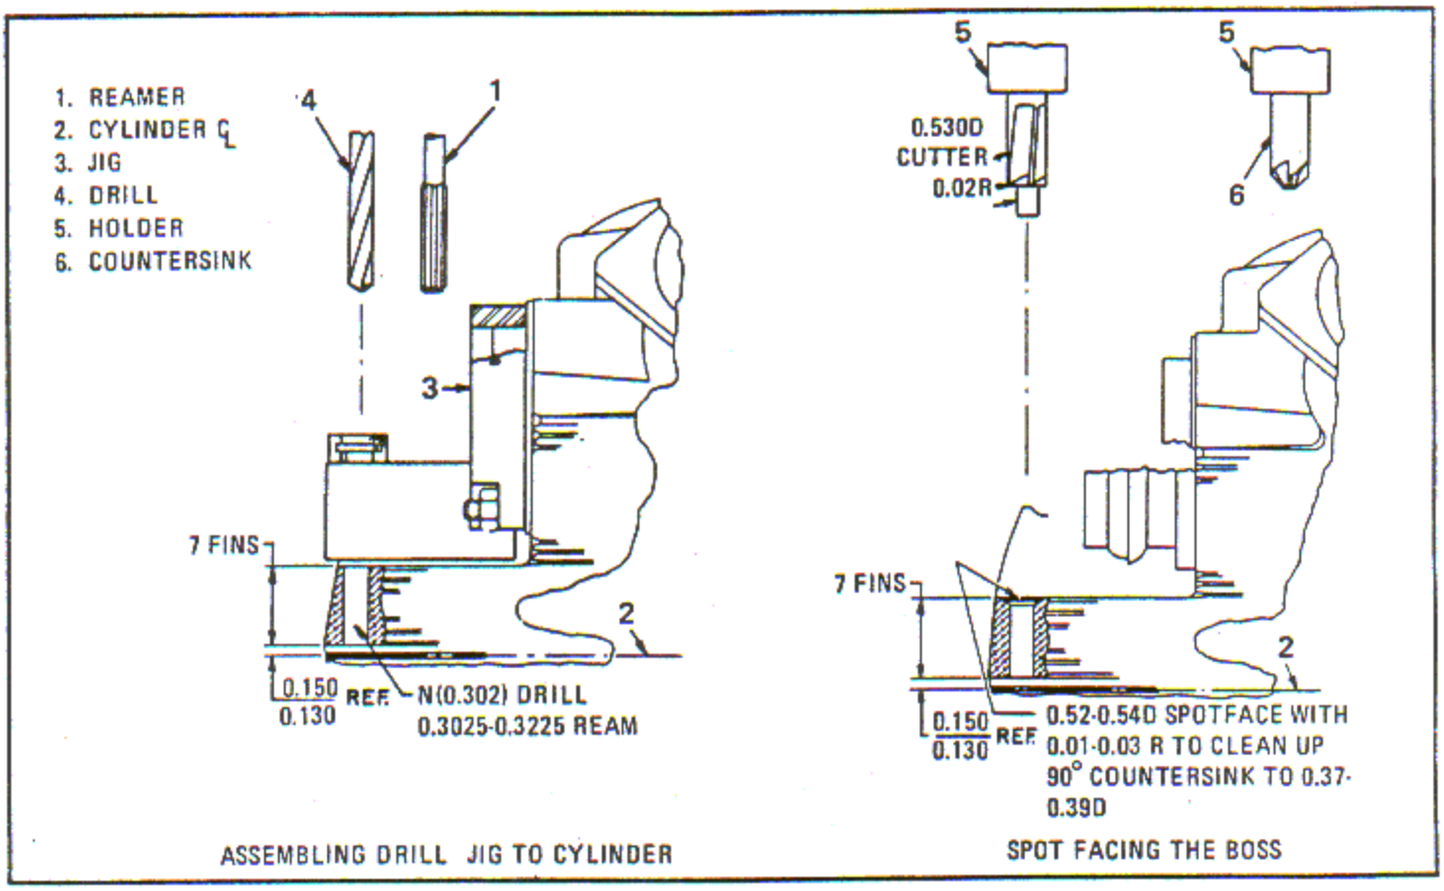

Figure 6-139. Remachine the Spacer Hole
g. Remove the drill jig from the cylinder and replace the reamer with the proper diameter spotface piloted cutter as predetermined from the dimensions recorded prior to welding. Spotface as shown in figure 6-139, using a spindle speed of 300 - 350 rpm and a copious flow of coolant, blend 61.